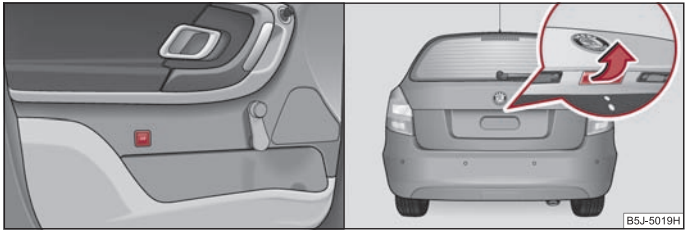

Fig. 29 Desbloquear la tapa del maletero / asidero de la tapa del maletero
- **En vehículos sin cierre centralizado** desbloquea la tapa de maletero presionando la tecla en la puerta del conductor ⇒ fig. 29.